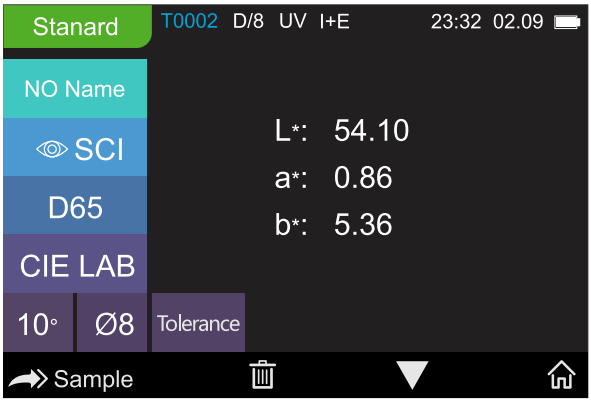
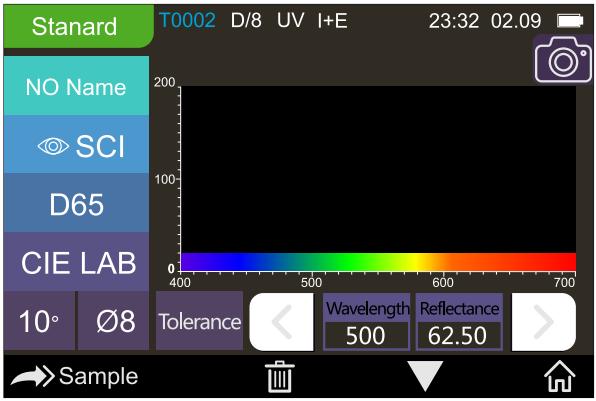

Figure 10 Standard Measurement
Figure 11 Reflectance of Standard Measurement
Please enter “Standard Measurement” interface to perform measurements as shown in Figure 10.
Put the measuring aperture close on the standard sample, press “Testing” key. There is a “Beep” voice, and the LED indication light will turn to green from yellow, then it shows measurement finished as shown in Figure 10 and in Figure 11.
15) Wavelength switch button: As shown in Figure 11, click or the wave length and reflectance of the current sample will switch as range of 10nm interval.